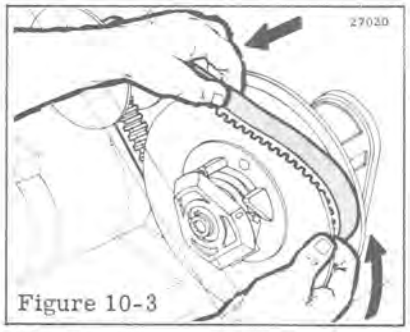

Figure 10-3
d. Work belt over top of sheave, Figure 10-3.